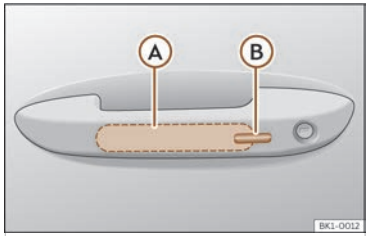

Fig. 77 Door handle: sensor surfaces.
>>> **Fig. 77**
- Touch the sensor surface Ⓑ >>> **Fig. 77** on the outside of the door handle. All turn signals flash once.
- Within 5 seconds, touch the sensor on the outside of the door handle once ››› Fig. 77 (B). Do not grip the handle while doing so. This temporarily deactivates the Keyless Access system.
To close all the power windows and the sunroof using the **comfort function**, keep a finger for a few seconds on the locking sensor surface ››› Fig. 77 Ⓑ of the door handle until the windows and roof have closed.